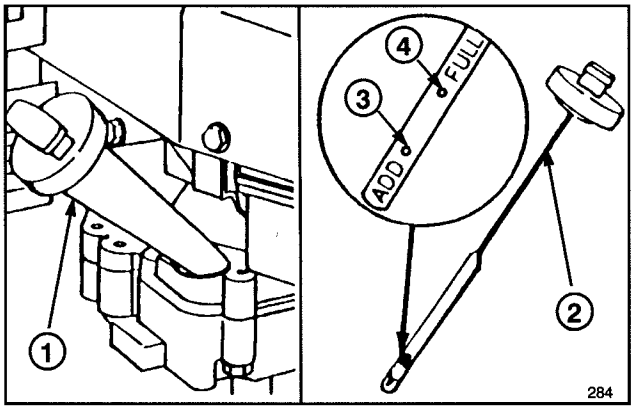

Abbildung 7
Vor jedem Gebrauch sicherstellen, daß sich der Ölstand zwischen VOLL und NACHFÜLLEN befindet (Abb. 7). Öl nachfüllen, falls der Ölstand zu niedrig ist.
3. Den Ölmeßstab abwischen und in den Einfüllstutzen stecken. Die Verschlußkappe um eine Vierteldrehung drehen. Den Meßstab wieder herausziehen und den Ölstand prüfen (Abb. 7). Ist der Ölstand niedrig, den Ölstand nur bis zur VOLL-Markierung auffüllen. **NICHT ÜBER DIE VOLL-MARKIERUNG ANFÜLLEN, DENN DER MOTOR KÖNNTE BEIM STARTEN BESCHÄDIGT WERDEN; ÖL LANGSAM EINFÜLLEN.**